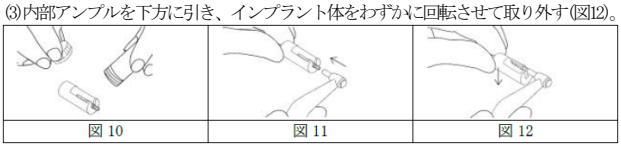

図10　図11　図12
②アダプターシステムの場合
(1)外部アンプルから内部アンプルを取り出す(図10)。取り出した後は15分以内に埋入((4)の手順まで)を行う。